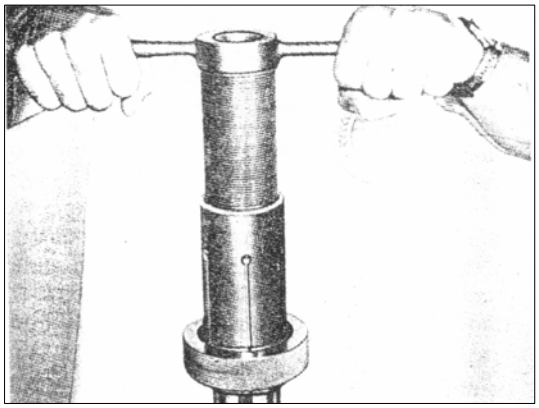

РИС. 205
18) Снимите внутреннее кольцо внутреннего подшипника с вторичного вала специальным инструментом № 2505 5890 0103 (см. рис.205). Пометьте положение внутреннего кольца и следите, чтобы это положение не изменилось во время сборки.